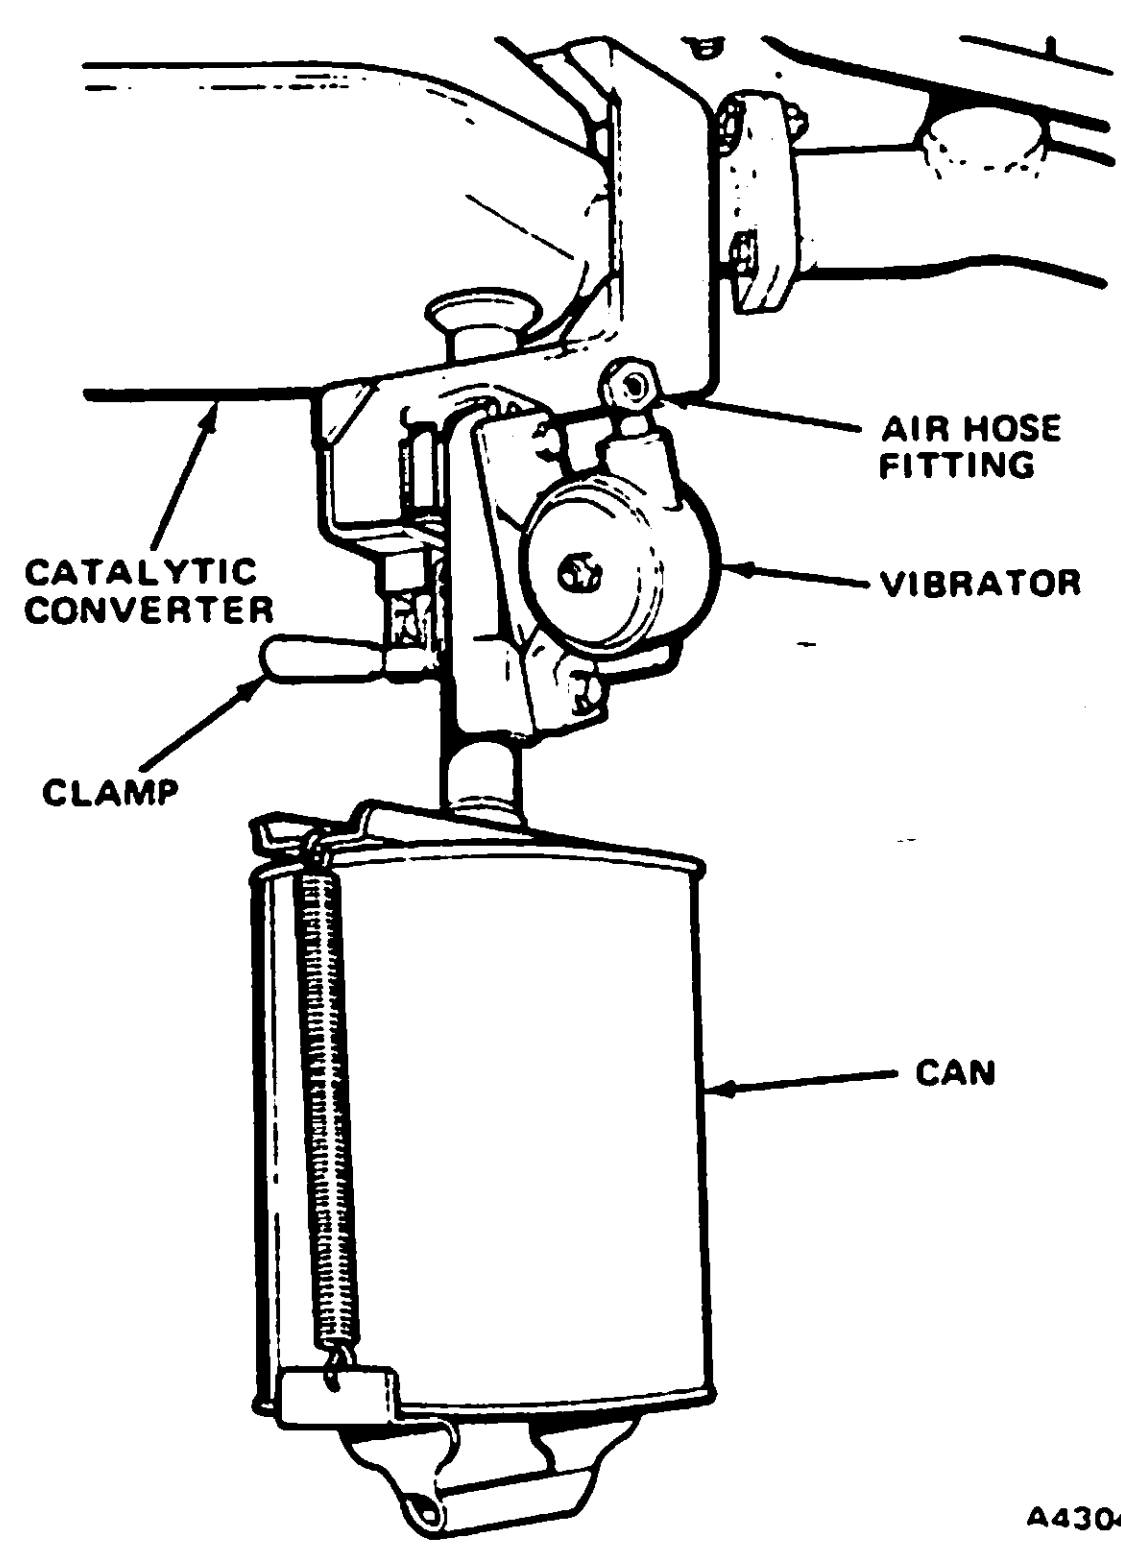

Fig. 1K-16 Container-Unit Vibrator
(11) When full of pellets, remove container-vibrator unit from converter. Maintain air pressure at vacuum aspirator.
(12) Plug converter with replacement plug (fig. 1K-15).